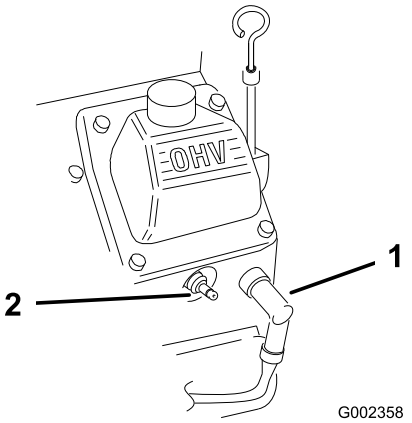

Figur 29
2. Kobl tændrørskablerne fra tændrørene (Figur 29).